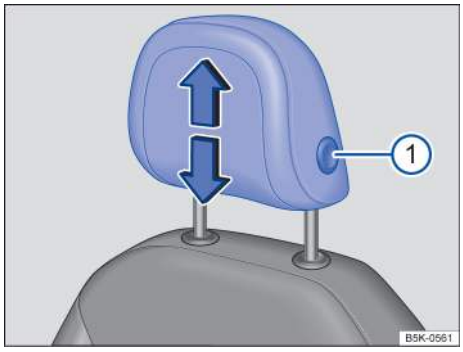
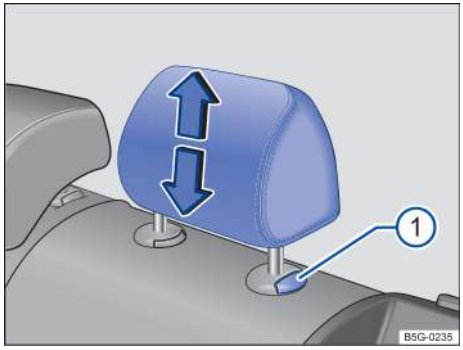

Fig. 70 Adjusting the front head restraints.
Fig. 71 Adjusting the rear head restraints.
— While pressing the button → fig. 70 ① or → fig. 71 ①, pull the head restraint up or push it down in the direction of the arrow → ⚠ in *Introduction* on page 108.